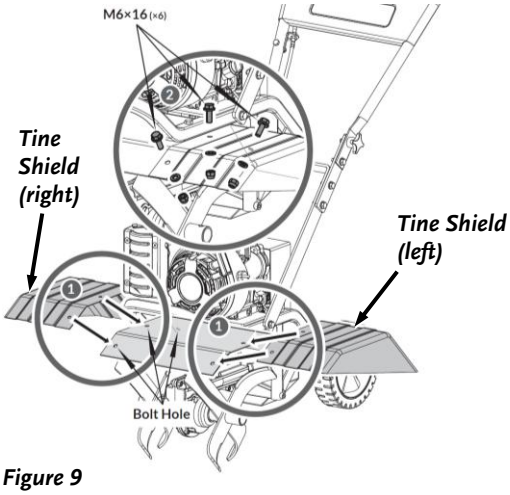

Figure 9
9. Install the Tine Shields with six M6×16 Bolts, Flat Washers, and M6 Lock Nuts using two 10mm Wrenches (***Figure 9***).